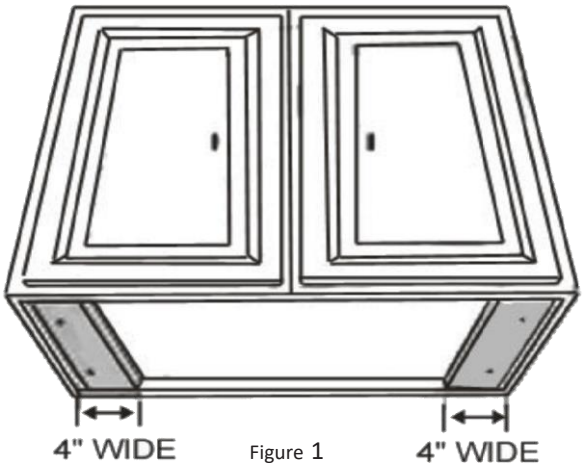

Figure 1
- For installing under the cabinet with recessed bottom, attach 4'' wide wood filler strips (not provided) on each side. See Figure 1.